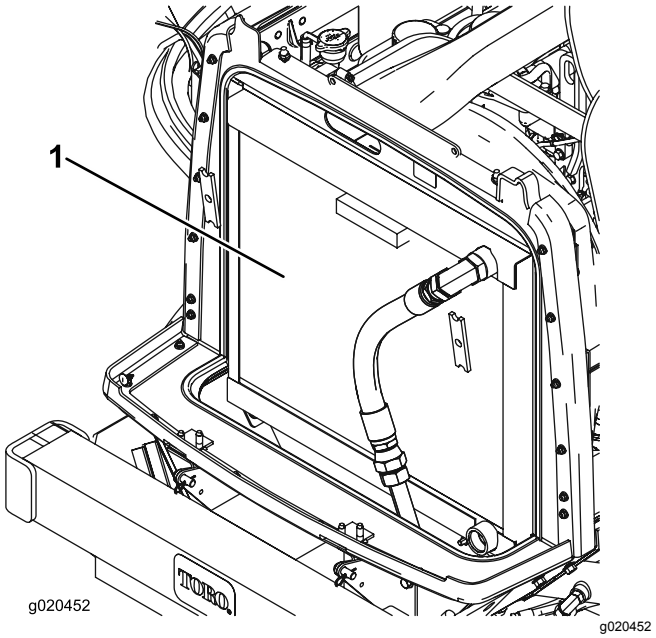

**Figuur 93**
3. Reinig beide zijden van de radiateur/oliekoeler grondig met perslucht (Figuur 93).